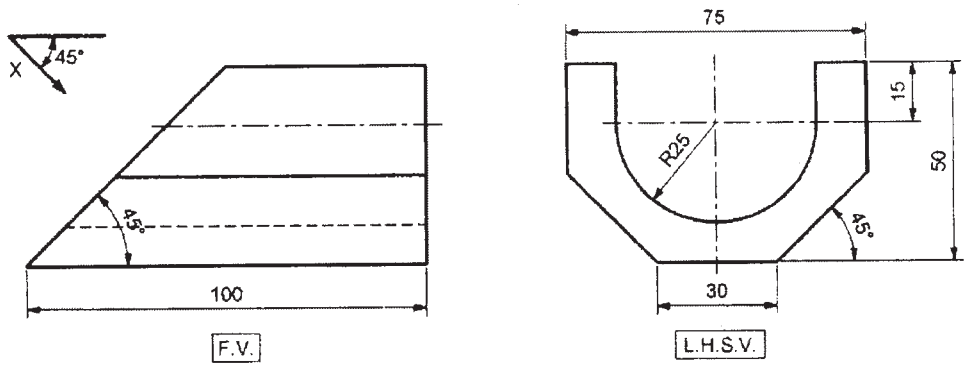

Fig. No. 3
b) Figure No. 3 shows front view and left hand side view of an object. Draw the given views and project an auxiliary top view looking in the direction of X.